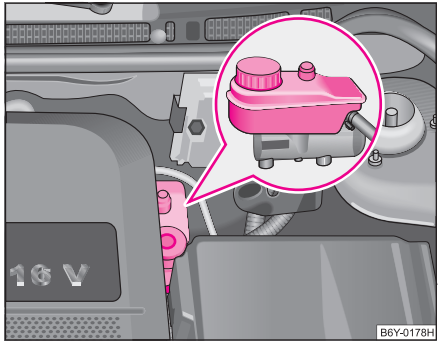

Fig. 141 Compartimentul motor: Rezervorul lichidului de frână
– Verificaţi nivelul lichidului de frână din rezervor ⇒ pagina 190, fig. 141. Nivelul trebuie să se găsească între marcajele „MIN“ şi „MAX“.